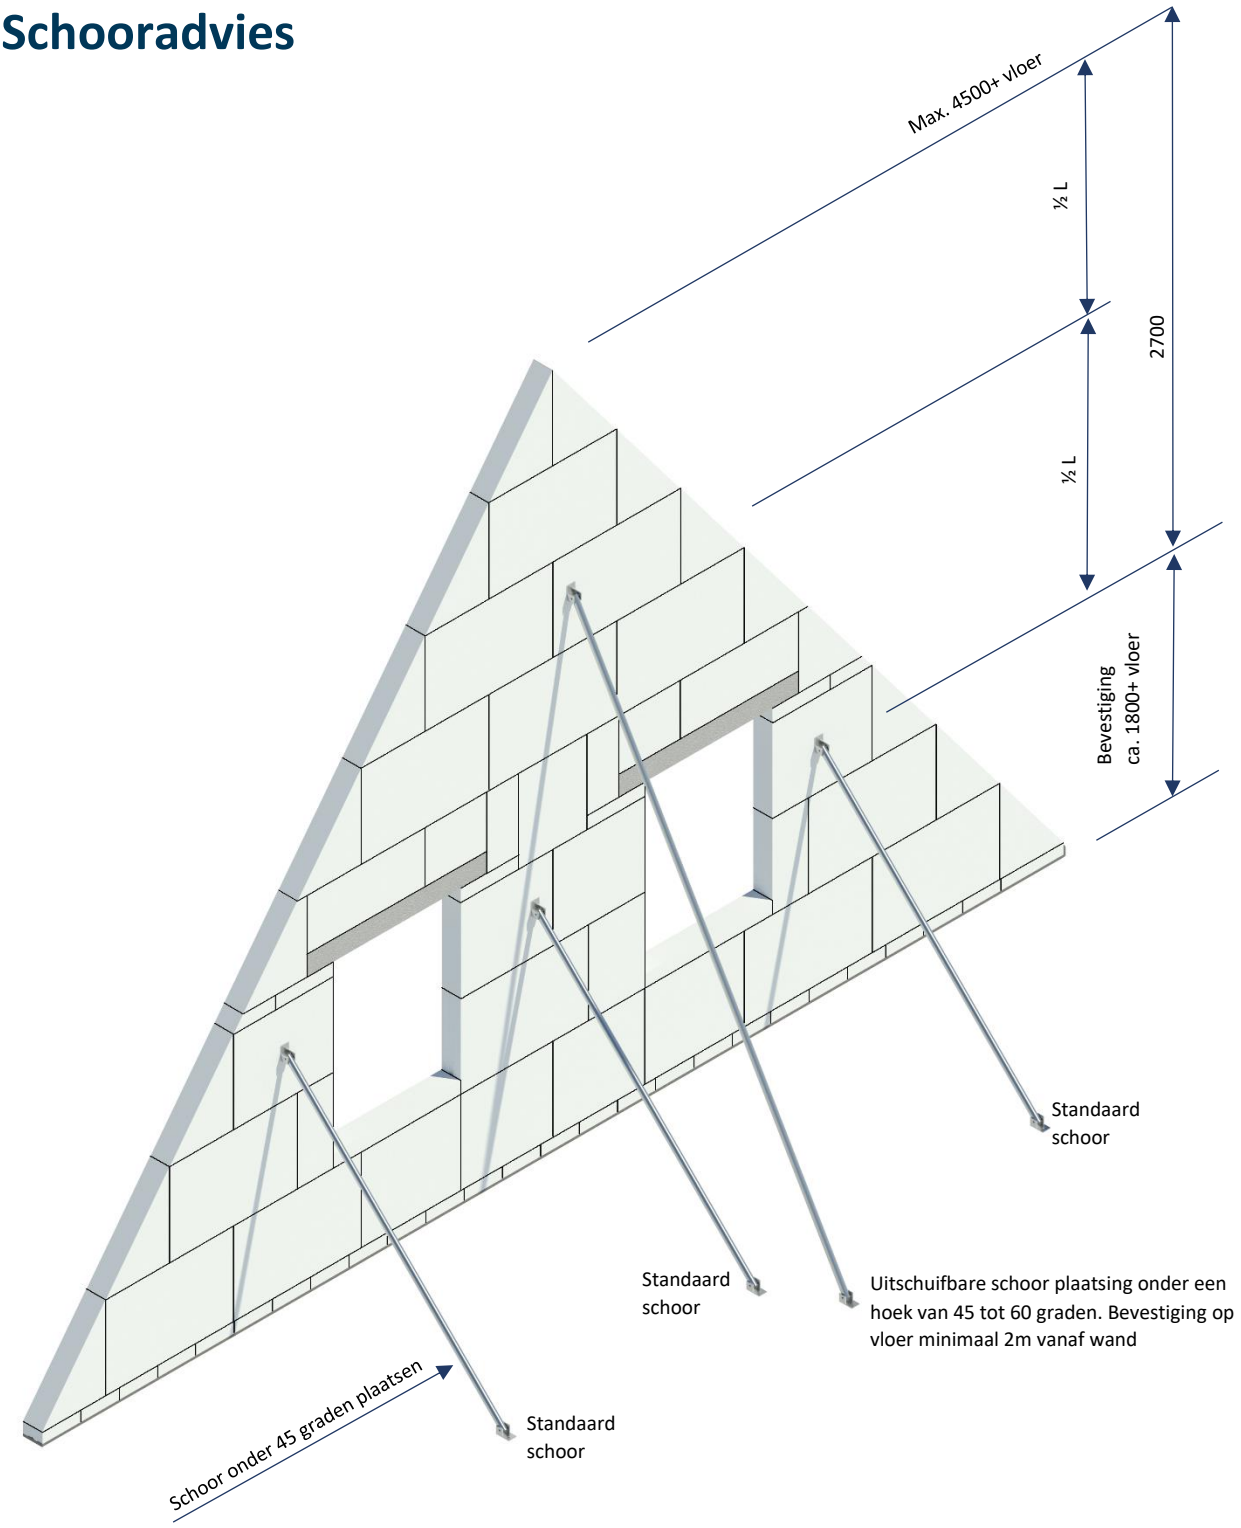

Figuur 6. Voorbeeld 2
- Plaats bij toppen met raamopeningen extra schoren (zie figuur 6);